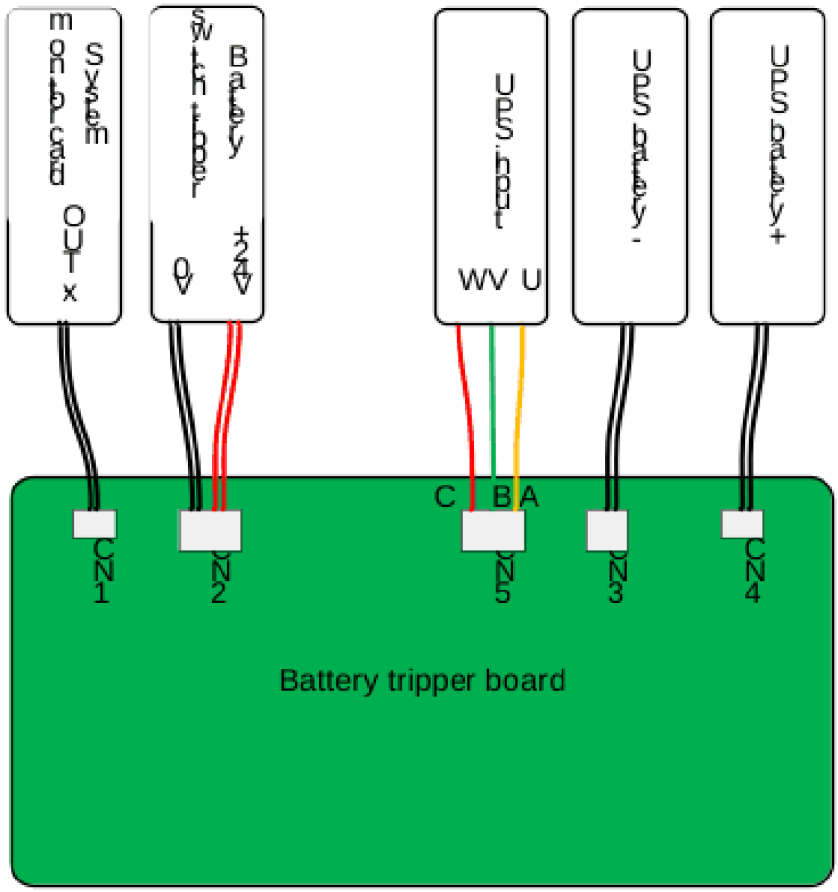
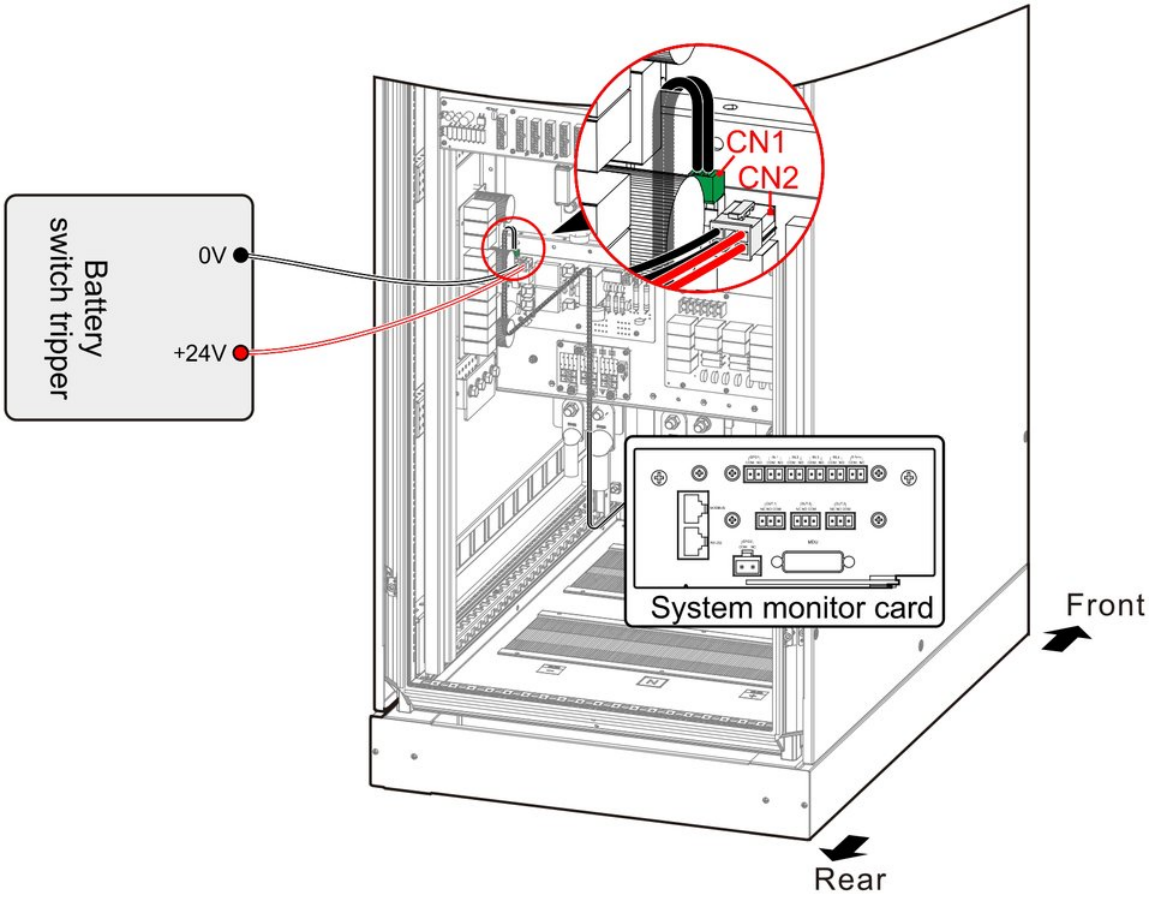
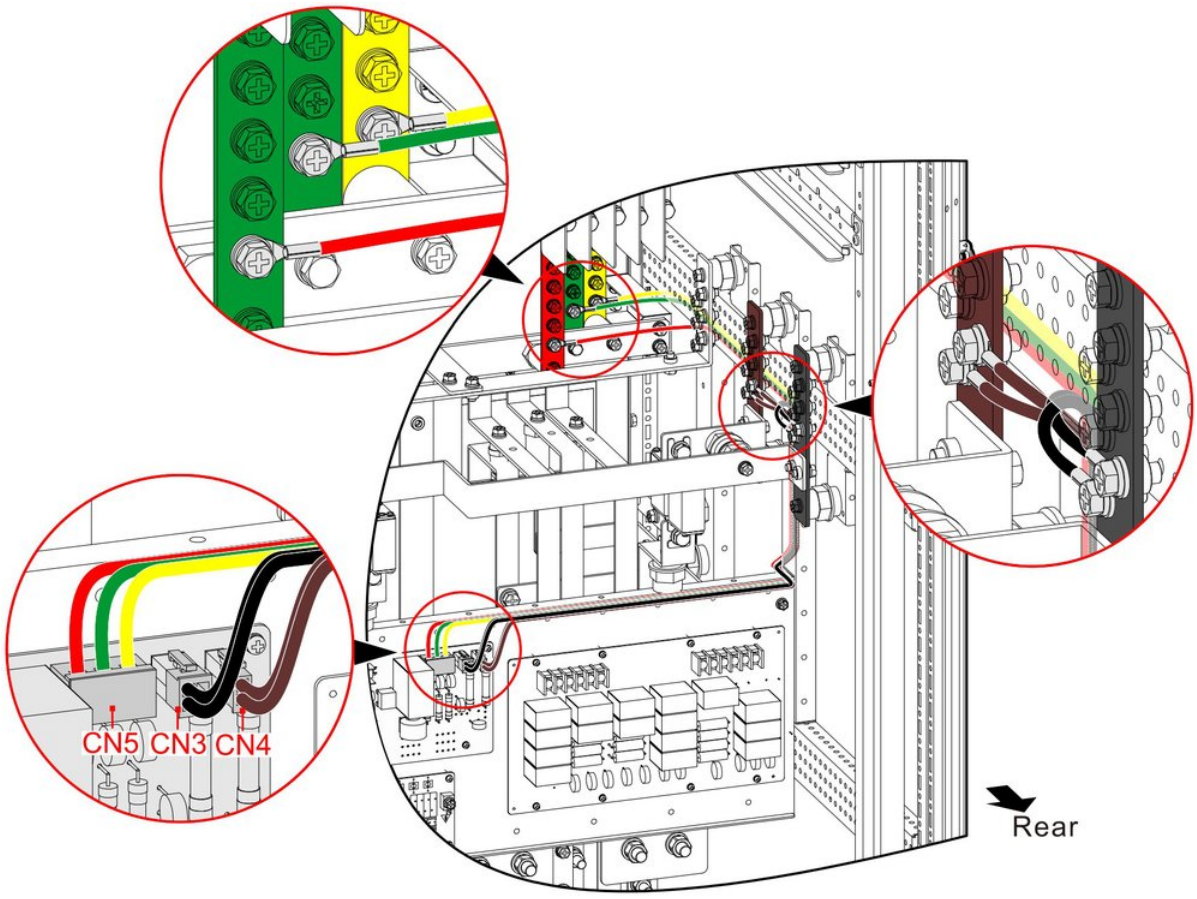

FIGURE 3-25 Battery tripper board connection
FIGURE 3-26 CN1, CN2 terminal connection
FIGURE 3-27 CN3, CN4, CN5 terminal connection
2. Connect the CN1~CN5 of PCB board to the copper bars of UPS and user, the wiring is as shown in Figure 3-25, Figure 3-26, Figure 3-27.